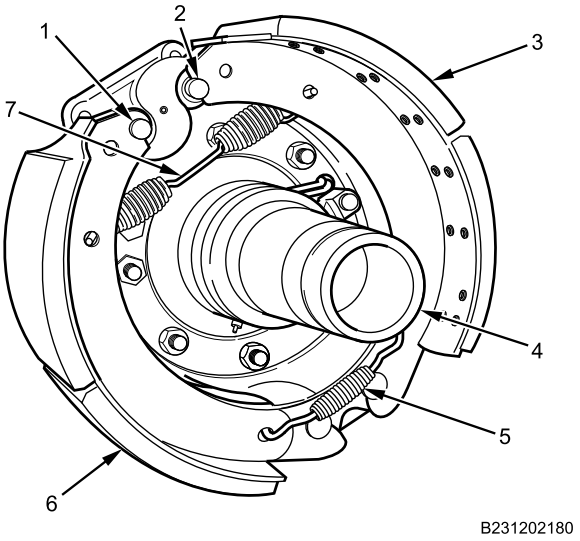

Figure 1. Front Brake Shoes.
1. Lift up on upper brake shoe (Figure 1, Item 3), and remove roller (Figure 1, Item 2) and roller retainer from brake S-camshaft.
2. Push down on lower brake shoe (Figure 1, Item 6), and remove roller (Figure 1, Item 1) and roller retainer from brake S-camshaft.
3. Remove return spring (Figure 1, Item 7), two retaining springs (Figure 1, Item 5), upper brake shoe (Figure 1, Item 3), and lower brake shoe (Figure 1, Item 6) from front wheel hub (Figure 1, Item 4). Discard return spring and retaining springs.